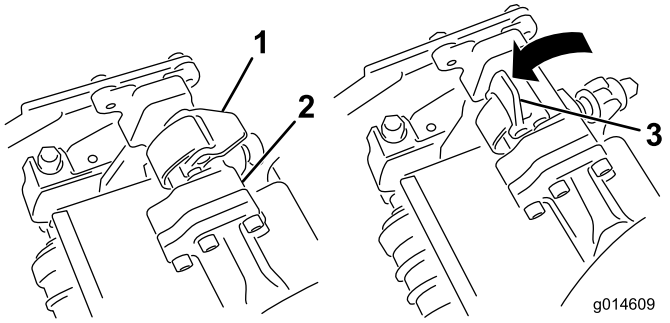
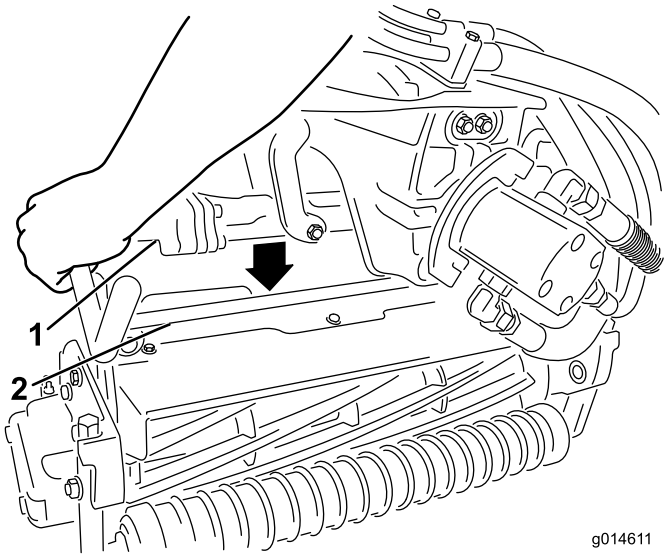

Figur 12
Figur 13
9. Mens låsehåndtagene på affjedringsarmen peger opad (dvs. er åbne) (Figur 12), skal du skubbe affjedringsarmen ned, så stangen kan sættes over tværstangen på klippeenheden øverst oppe (Figur 13).
10. Luk låsehåndtagene ned og omkring klippeenhedens stang, og lås dem på plads (Figur 12).